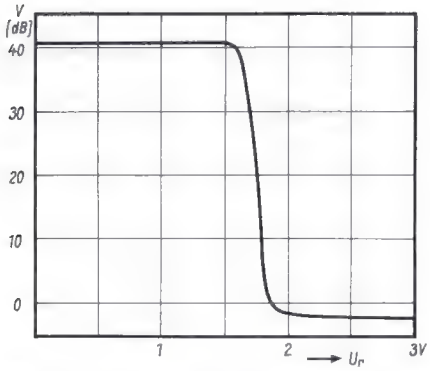

*Bild 4. Die Verstärkung der Regelschaltung als Funktion der Regelspannung*
Ein weiterer Effekt erhöht die Regelfähigkeit weiter. Wenn nämlich die Kollektor-Emitterspannung unter die Restspannung sinkt, wirkt Transistor B als ohmsche Belastung des Transistors A, wodurch die Verstärkung nach Gleichung (5) weiter absinkt. Der Regelumfang ist aus *Bild 4* zu ersehen.